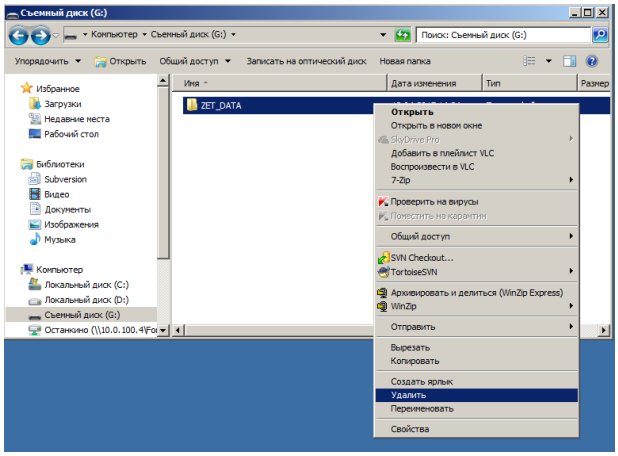

Рис. 2.12 Окно «Съемный диск»
- закрыть окно программы «Выбор файлов для конвертации», а в окне «Автозапуск» активировать опцию «Открыть папку для просмотра файлов используя Проводник» при этом откроется окно «Съемный диск» в котором выбрать правой клавишей мыши директорию ZET_DATA и в выпадающем меню выбрать опию «Удалить» (*Рис. 2.12*).